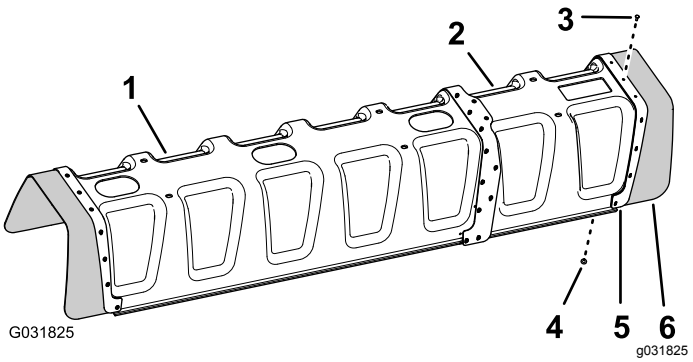

Figur 234
5. Placer hullerne i gummidækslet og i forstærkningspladen (enkelt række), som du afmonterede i trin 2, ud for hullerne i enden af afdækningsudvidelsen (Figur 234).